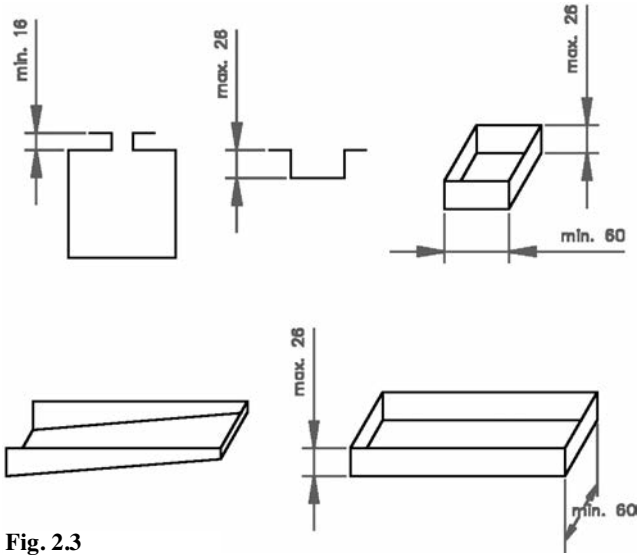

Fig. 2.3
For at udnytte nogle af de mange muligheder, MFF kantbukkeren giver mulighed for (se fig.: 2.3), kan det være nødvendigt at afmontere et eller flere af segmenterne (3) i overvangen.